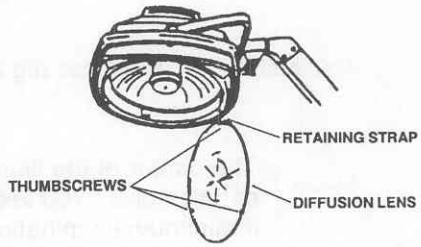

Figure 3-24. Diffusion lens removal/replacement.
c. Loosen the three thumbscrews fastening the diffusion lens (fig 3-24) and allow the lens to hang from its retaining strap.